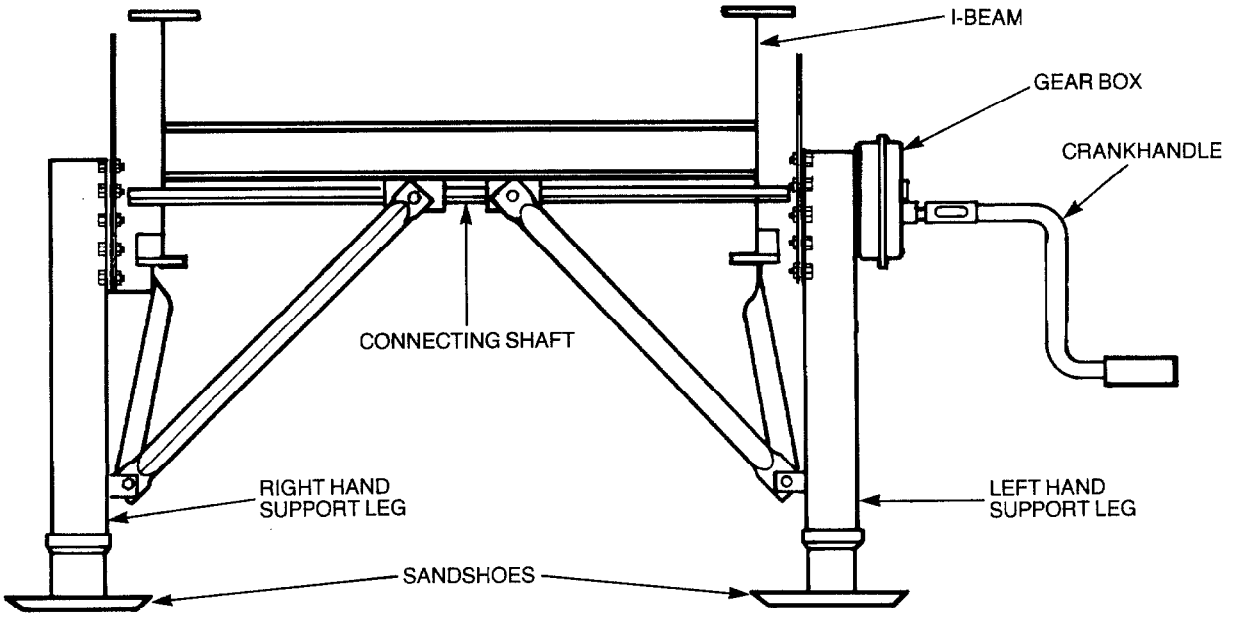

Figure 24 — Retractable Support Legs
49. Two Jost E 200 G retractable support legs, fitted with sandshoes are mounted on the I-beam assemblies to support the trailer and load when the trailer is uncoupled from the prime mover (see Fig. 24). The left hand support leg has a two speed gearbox operated by a crank handle, which transmits drive to the right hand support leg via a connecting shaft to ensure concurrent operation of both support legs.